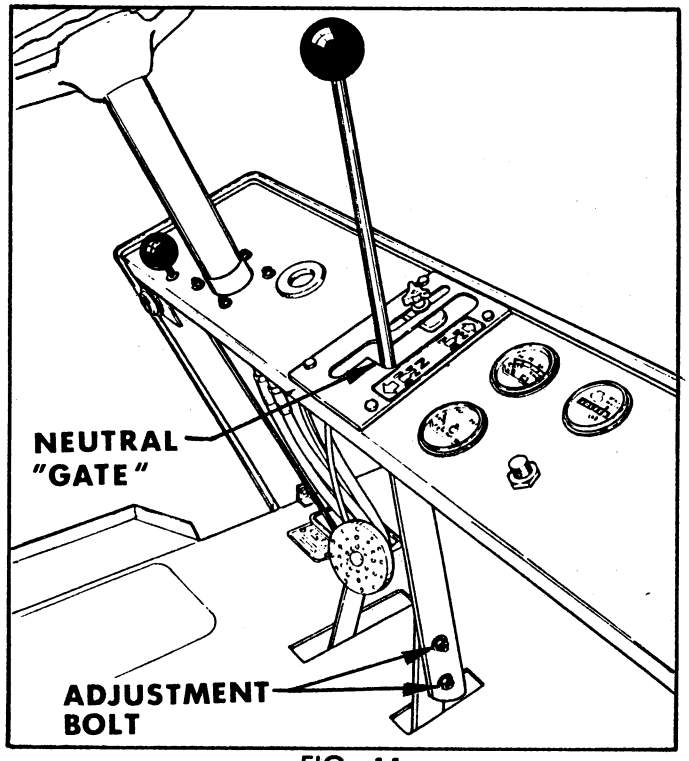

FIG. 11
- Check the position of the Vehicle Control Lever in the NEUTRAL "gate" in the Console dash panel. It should be centered as shown in FIG. 11, if it is not...